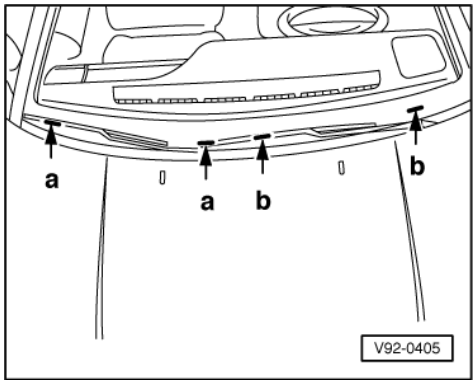

Fig.2 Adjusting park position of wiper blades
- Adjusting park position =>Fig. 2